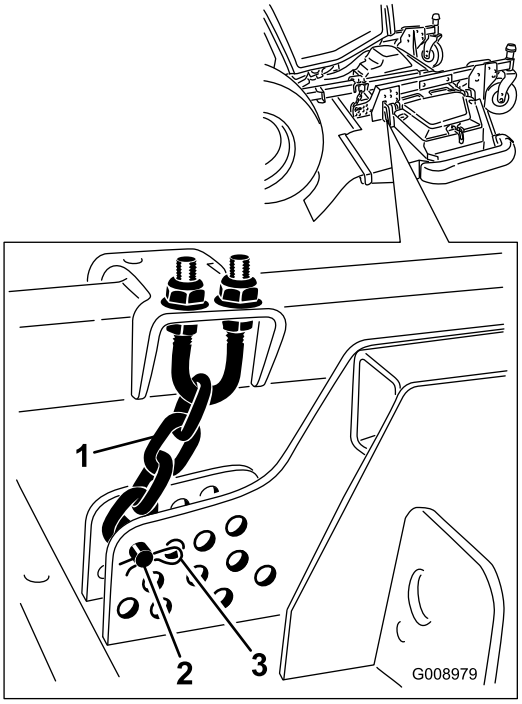

Figur 137
4. Ta bort hårnålssprinten och sprintbulten som fäster klipphöjdskedjorna på klippdäckets bakre del (Figur 137).